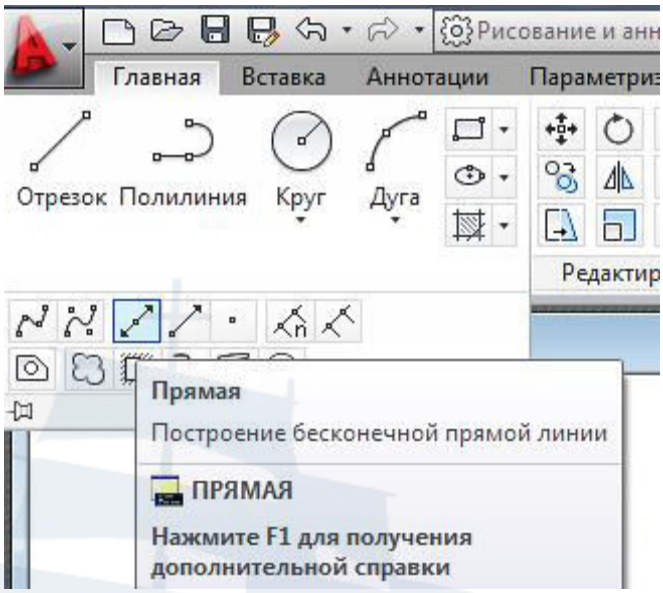
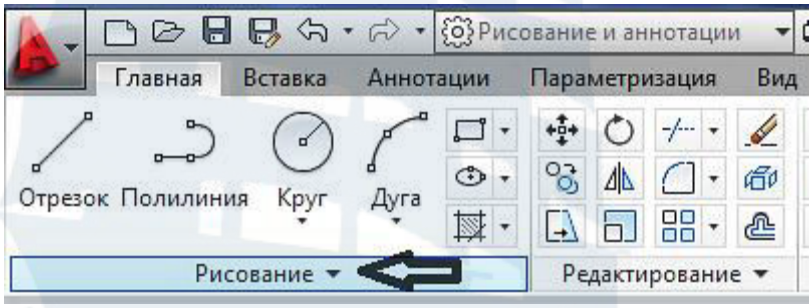

Рис. 56
Рис. 57
– щелчком мыши по кнопке **Прямая** на панели инструментов **Рисование** на вкладке **Главная** (рис. 56). Предварительно необходимо щелкнуть по значку , чтобы получить доступ к дополнительным инструментам панели (рис. 57);
Для выполнения вспомогательных линий может использоваться команда **Луч**, которая расположена рядом с командой **Прямая** (рис. 56). В отличие от прямой луч ограничен с одной стороны. Для команды **Луч** опции не предусмотрены.